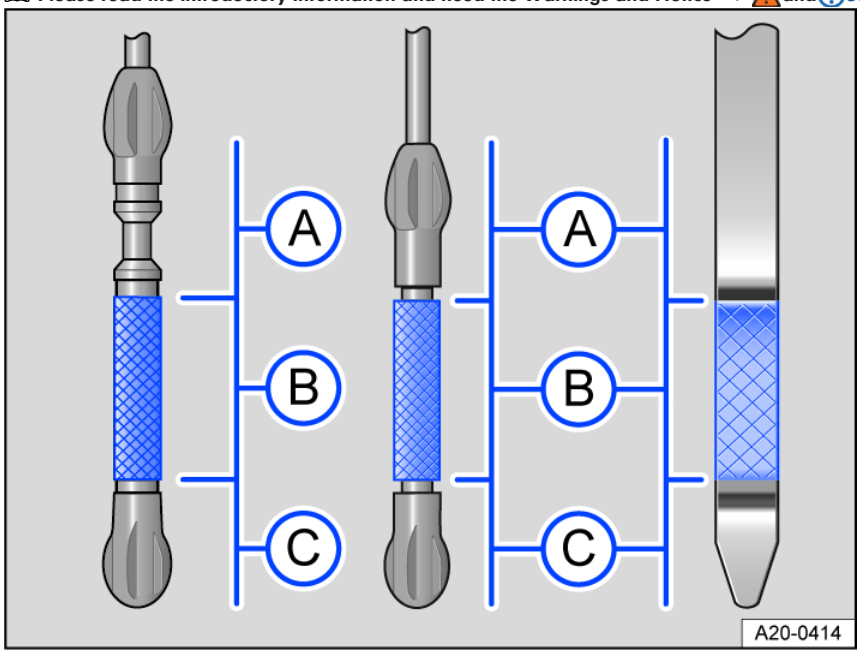
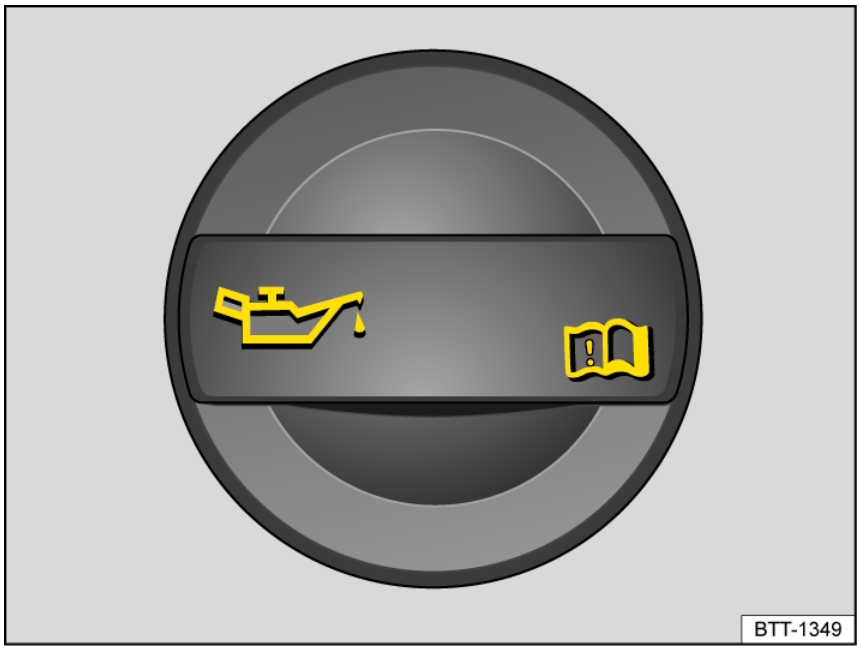

Fig. 140 Engine oil level markings on the oil dipstick (versions).
Fig. 141 In the engine compartment: engine oil filler cap (general example).
4. Find the engine oil filler and the dipstick. You can identify these by the symbol on the engine oil filler cap *fig. 141* and the colored handle on the dipstick *fig. 140*. If you are not sure where the cap and the oil dipstick are located, contact suitably qualified professionals for assistance. Volkswagen recommends contacting an authorized Volkswagen dealer or authorized Volkswagen Service Facility.
7. Remove the dipstick again and read the oil level on the dipstick as described below *fig. 140*:
9. Remove the cap on the engine oil filler *fig. 141*.
13. When you are done adding oil, the oil level should be in the center of area *fig. 140* (B). The engine oil level must not be in the area *fig. 140* (A).
14. If you accidentally add too much oil and the oil level is in area *fig. 140* (A), **do not start the engine**. Inform an authorized Volkswagen dealer or authorized Volkswagen Service Facility. Volkswagen recommends contacting an authorized Volkswagen dealer or authorized Volkswagen Service Facility.
- If the oil level is in the *fig. 140* (A) range, do not start the engine, and contact an authorized Volkswagen dealer or authorized Volkswagen Service Facility. Volkswagen recommends contacting an authorized Volkswagen dealer or authorized Volkswagen Service Facility.